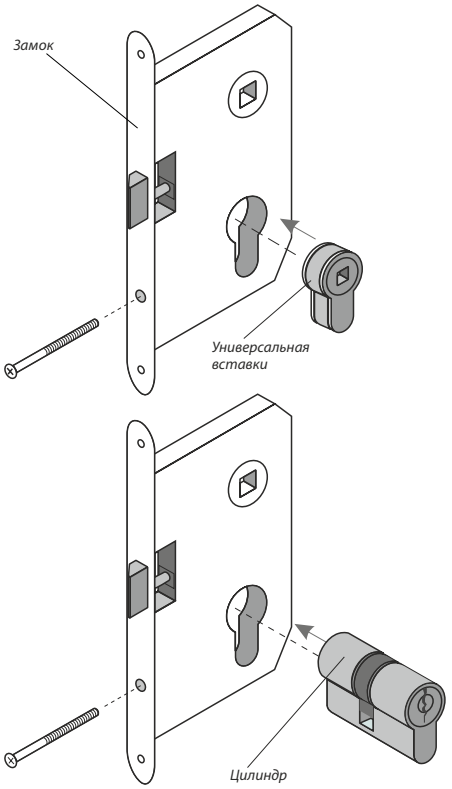

Рис. 16
- установите цилиндровый механизм *(Рис. 16)*.